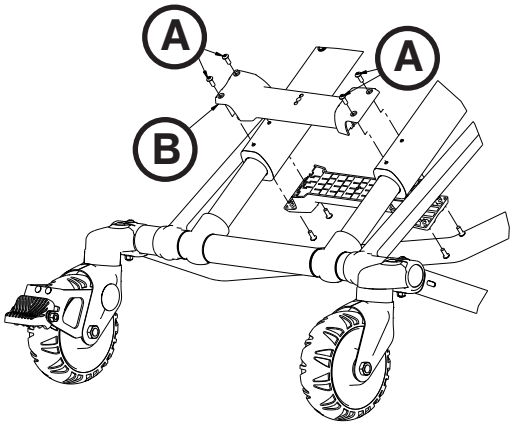

Afbeelding 75
1. Verwijder met een T25 Torx-schroevendraaier de vier bolkopbouten (A) uit de onderstelversteviging (B) (Afbeelding 75).